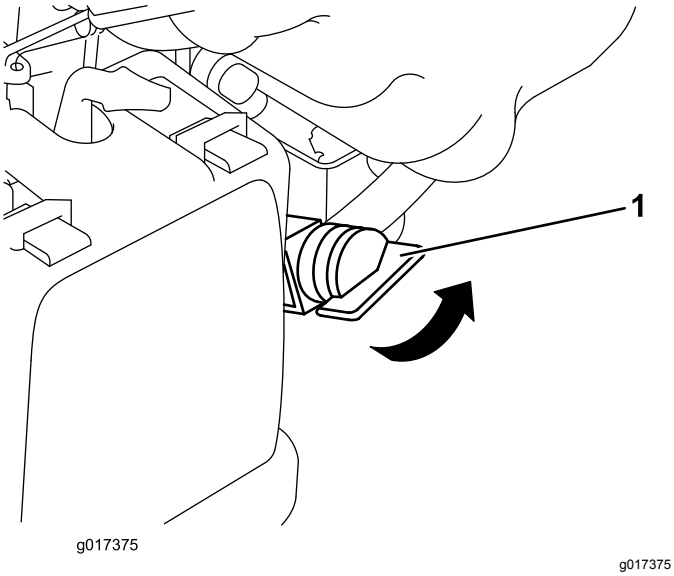

Rysunek 12
2. Obróć zawór paliwowy w położenie ON (WŁĄCZONY) (Rysunek 12).